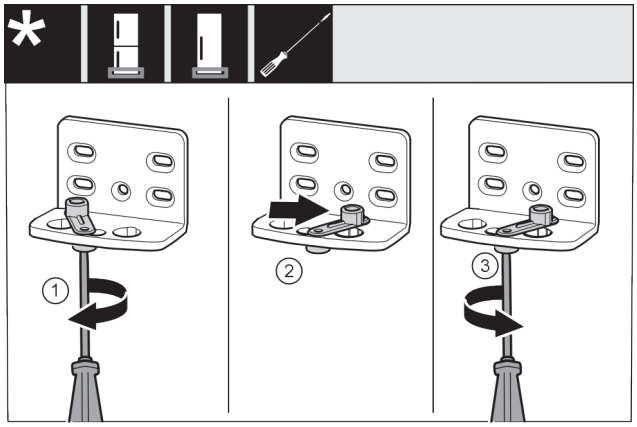

Fig. 18
▶ Šroubovákem volně přišroubujte šroub *Fig. 18 (1)*.
▶ Zvedněte pomůcku zavírání dveří *Fig. 18 (2)* a v otvoru ji otočte o 90° doprava.
▶ Šroubovákem šroub *Fig. 18 (3)* pevně utáhněte.